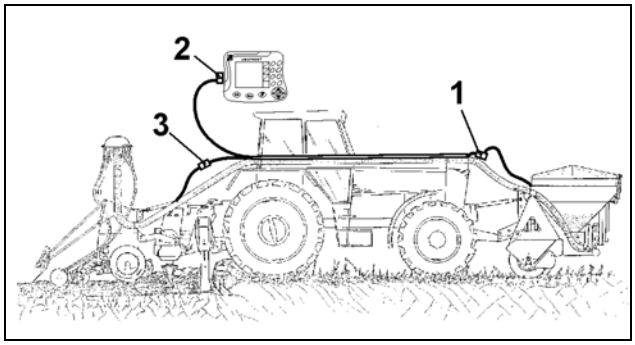
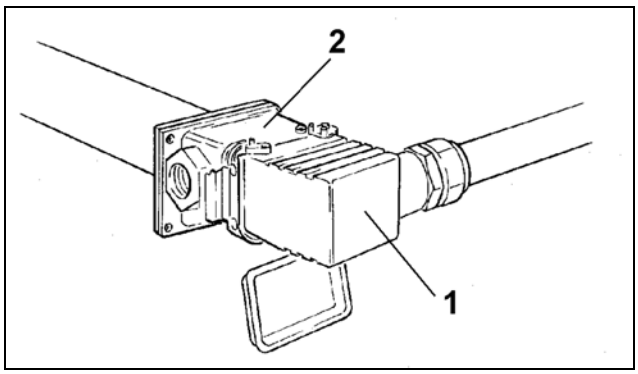
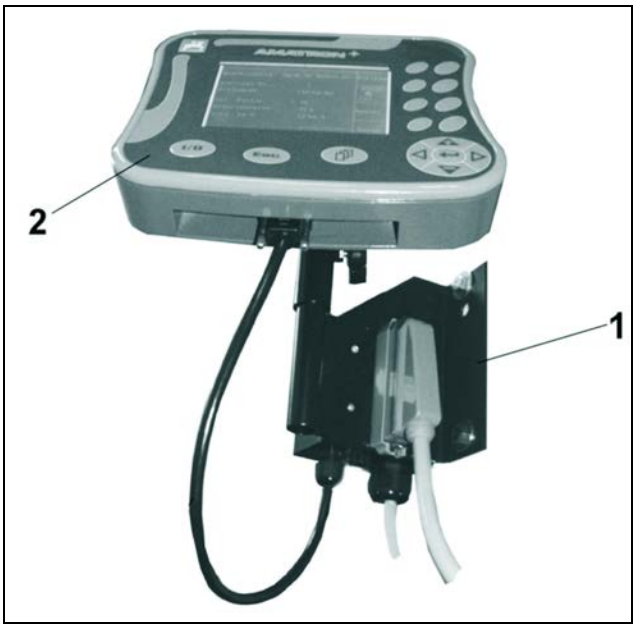

図 45
図 46
図 47
シードラインパイプと一緒にハーネス（図 45）をトラクターに取り付けて、固定してください。
- フロントタンクのユニバーサルプラグをハーネスに接続します（図 45/1、図 46）。
- シードドリルのプラグをハーネスに接続します（図 45/3）。
- 機械プラグを含むハーネスを **AMATRON 3** のトラクターの基本装備に接続します（図 45/3、図 47）。